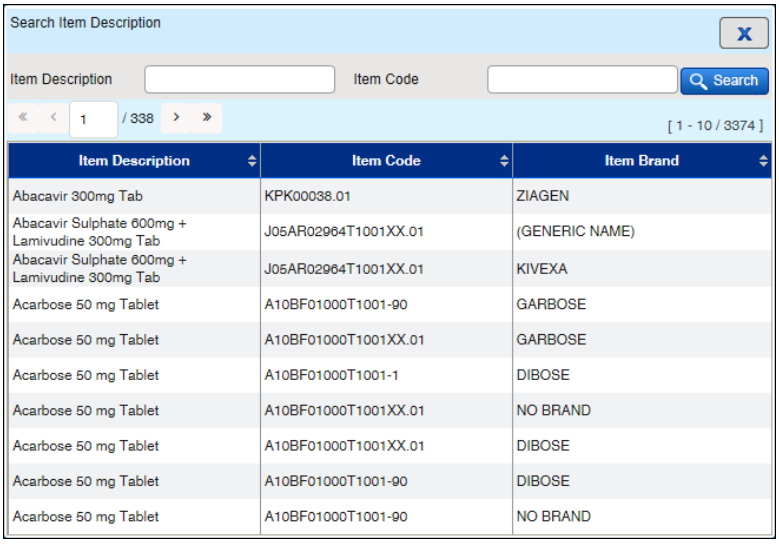

Figure 3.3.3-4 Search Item Description
- *The system will display as per Figure 3.3.3-4.*